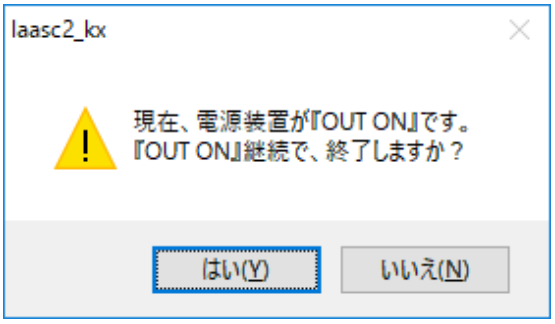

図 3-12 定値制御実行中の終了時ダイアログ
②定値制御実行中の場合、ダイアログが表示されます。(図 3-12)